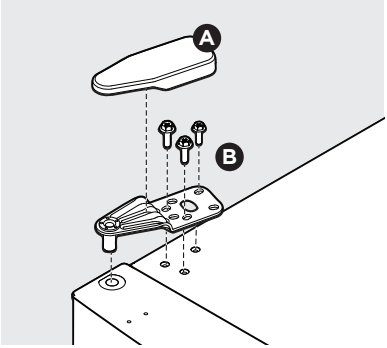

Figura 11
27. Vuelva a fijar la bisagra superior (B) del lado izquierdo del gabinete, usando una llave de 5/16″. Vuelva a colocar la cubierta de la bisagra superior (A) (vea la figura 11).